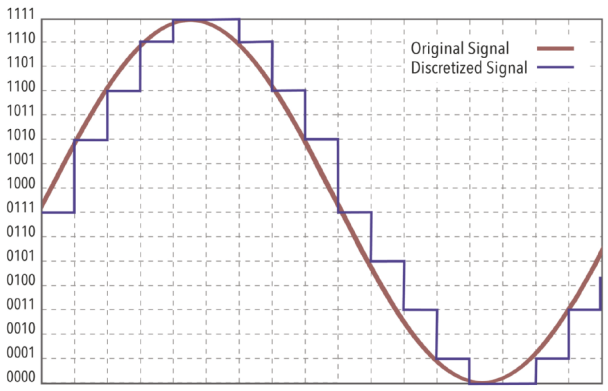

**FIGURE 9.20** Repeated
13. **Observing $\text{Res}_{DAC}$, the LSB voltage step.** Make sure you are triggering on EXT from C1 of the WG. Expand CH2 until you can see the smallest steps, as suggested by Fig. 9.20. This takes some fidgeting with the vertical and horizontal scales and vertical and horizontal offsets. The smallest step is the least significant bit, LSB, change.
16. **Observing oversampling.** Set all 8 bits back on. Use an input frequency of 1 kHz and sampling rate of 100 kHz. View CH1, CH2 and CH4. We have no expectation or need for the output voltage of your DAC (CH2) to match the input voltage to the ADC (CH1). In this case, $V_{\text{ref}}$ for the ADC and DAC are not the same (approx. 5 V and 3–4 V, respectively), so the two waveforms do not have the same amplitude. To help you interpret your results more easily, press the **V/mV** button and adjust the vertical scale on CH2 until the output of the DAC is the same height as the input to the ADC. This corresponds to Fig. 9.20, repeated in Step 13.